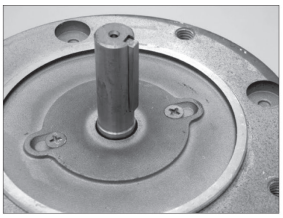

Figure 3
4. Coat the motor shaft with anti-seize compound. Insert key supplied with motor into keyway on motor shaft. See figure 3.